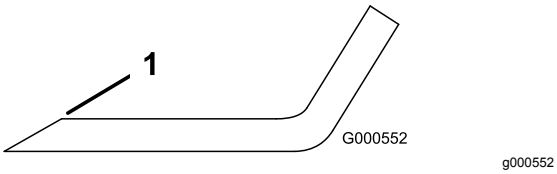

Figura 101
1. Utilice una lima para afilar el filo de corte en ambos extremos de la cuchilla (Figura 101).
Nota: Si la cuchilla no está equilibrada, rebaje algo el metal en la parte de la vela solamente con una lima (Figura 101).